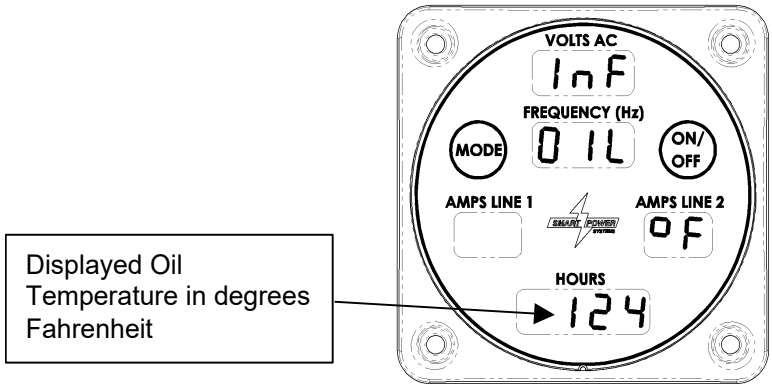

Figure 19 - Oil Temperature Display
a. When the Command & Control Center is in Normal mode, pressing the Mode button once will display the oil temperature (reference Figure 19.)